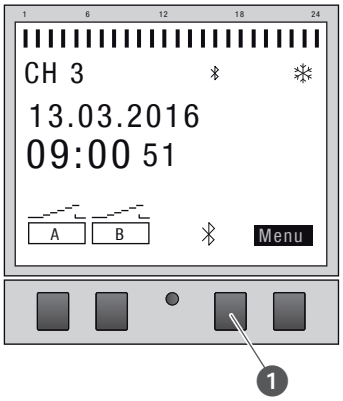

Abb. 22: Bluetooth-Verbindung an der Kanalerweiterung aufbauen
6. Die Bluetooth-Taste (Abb. 22/❶) an der Kanalerweiterung drücken.